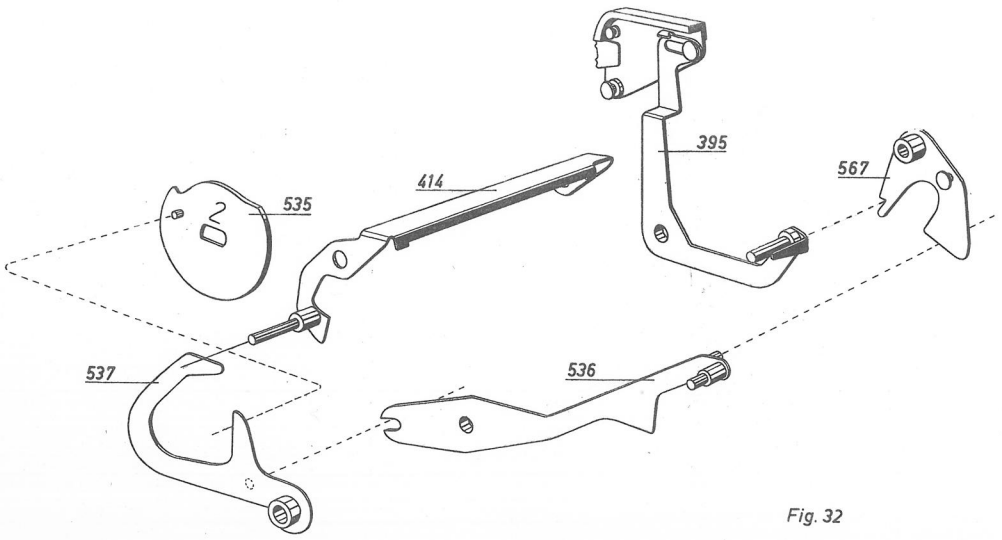
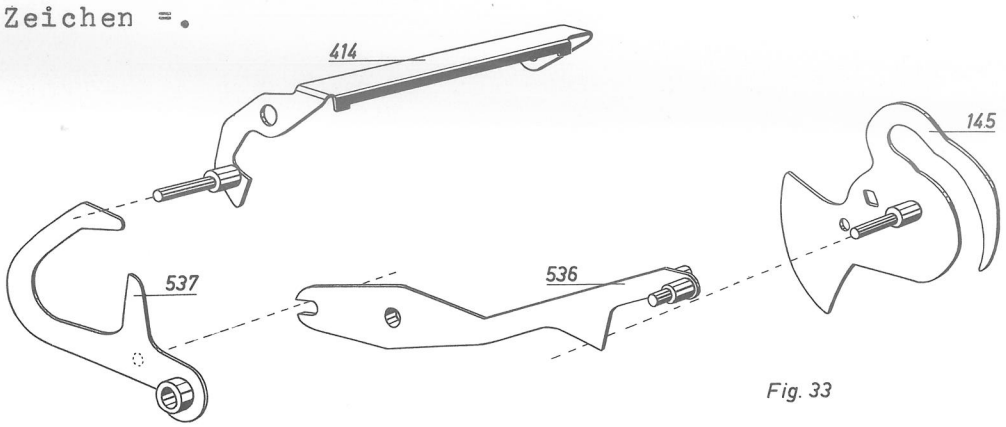

Fig. 32
Fig. 33
2. Die auf der Einmalwelle montierte Kurve "2" (535) hebt die NP-Klaue(537,Fig.32) an. Die NP-Klaue schwenkt dabei mittels eines Zapfens den Impulsarm (536) so, dass dieser den Zeichenauslöser (567) vom Schreibarm (395) auskuppelt und der Schreibarm durch Federkraft gegen die Walze geschleudert
3. Unmittelbar nach dem Druck des Zeichens x wird die NP-Brücke (414,Fig.32) von der NP-Klaue (537) in Arbeitsstellung (NP-Stellung) geschwenkt, in der sie bis zur nächsten Zwischen- oder Endsumme gehalten wird.
4. Um ein Zurückschwenken der NP-Brücke und ein Drucken des Zeichens x während der folgenden Mult-Umdrehungen zu verhindern, wird der Impulsarm(536,Fig.32) mit der NP-Klaue (537),
sowie der Schreibarm (395) von dem unter Torsionsfederkraft stehenden Zeichenauslöser(567,Fig.32) arretiert. Das Zeichen x und der Multiplikant werden also nur bei dem durch die erst betätigte M-Taste ausgelösten Mult.-Ablauf gedruckt und dann bis zur Zwischen- oder Endsumme auf die oben beschriebene Art und Weise gesperrt.
Dreht sich nun die Totalkurve (145,Fig.33), hebt sie mit ihrem Zapfen den Impulsarm (536,Fig.33) in seine Ausgangslage. Dabei wird der Schreibarm (395) vom Zeichenauslöser (567,Fig.32) freigekuppelt und durch Federkraft gegen die Walze geschleudert. Das Zeichen = wird gedruckt. Gleichzeitig gibt der Impulsarm über die NP-Klaue (537) die NP-Brücke frei und die Zwischen- oder Endsumme wird gedruckt.
9/ Es ist auf Seite 58 in Abs. 3 gesagt worden, dass die NP-Brücke (414,Fig.32), nach Anwendung einer M-Taste,vom zweiten Maschinenschlag bis zur Zwischen- oder Endsumme in Arbeitstellung liegt. Daraus geht hervor, dass die der Multiplikation folgende einmalige Rep-Umdrehung ebenfalls in NP ausgeführt wird.